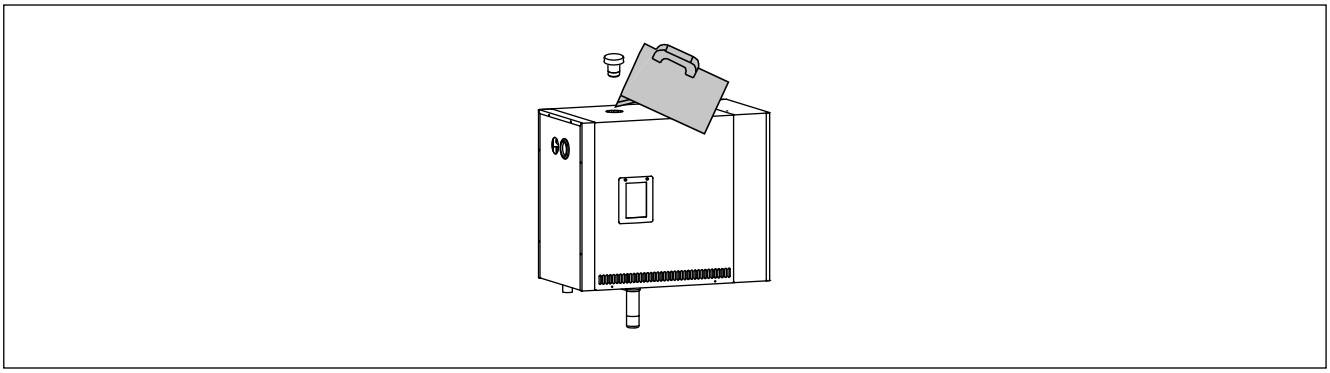

Rysunek 3. Odwapnianie
4. Wyjmij korek znajdujący się w górnej części generatora pary (rysunek 3)